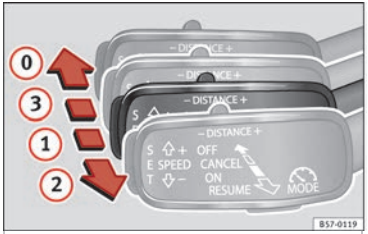

Fig. 182 On the left of the steering column: third lever for operating the Adaptive Cruise Control.
The ACC can be activated again by moving the lever to position (2) ››› Fig. 182.